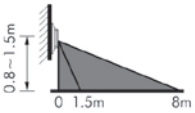

Fig 2: Aanlooproute
5. Aanlooproutes: Het detectieveld dwars i.p.v. rechtstandig plaatsen geeft het beste resultaat (Fig. 2).